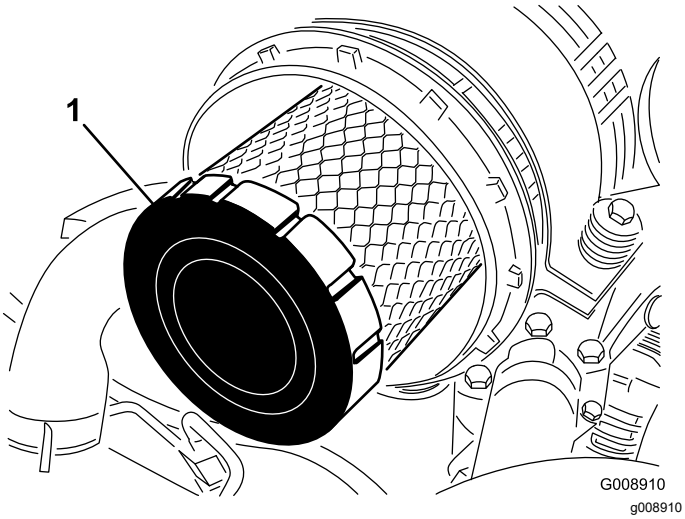

**Figuur 91**
4. Verwijder het voorfilter (Figuur 91).